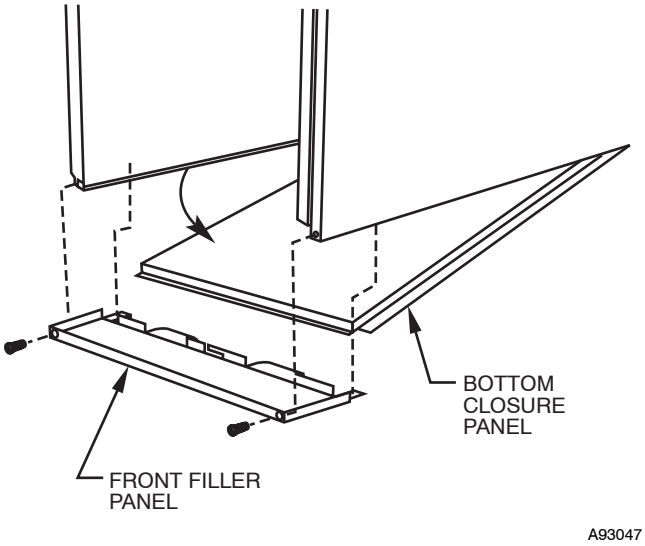

**Fig. 28 - Removing Bottom Closure Panel**
1. Tilt or raise furnace and remove 2 screws holding front filler panel. (See Fig. 28.)